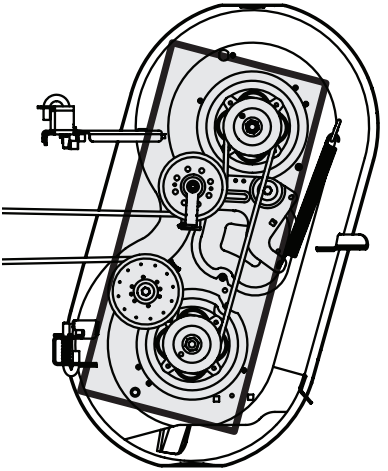

Fig. 31
- Limpie la parte superior de la plataforma de corte, debajo de las cubiertas del husillo y del área de la correa (Fig. 31).